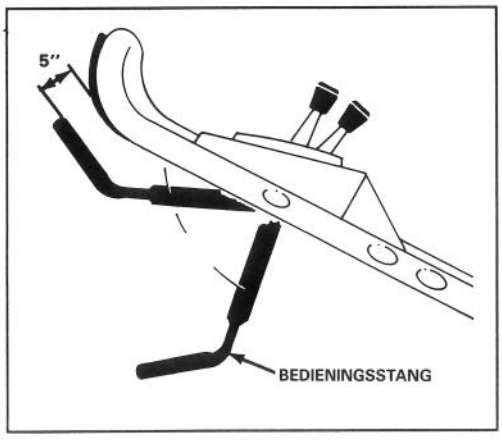

Afbeelding 13
2. De stuurhendel in de laagste stand duwen (Afb. 13). Dit "Vergrendelt" het mechanisme voor de inwerkstelling van het mes.
6. De stuurhendel naar de laagste stand duwen en het mechanisme vergrendelen (Afb. 13).
stand waar de graszak begint op te zwellen (ongeveer 13 cm onder hendel) (Afb. 13). Dit betekent dat het mes in werking is en begint te draaien.